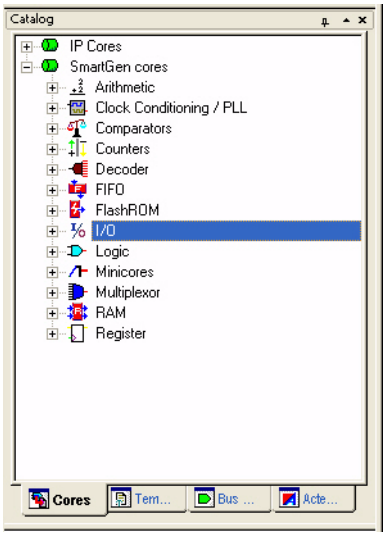

Figure 8-2 • **SmartGen Catalog**
2. On the left hand side of the Catalog View, select **I/O**, as shown in Figure 8-2.